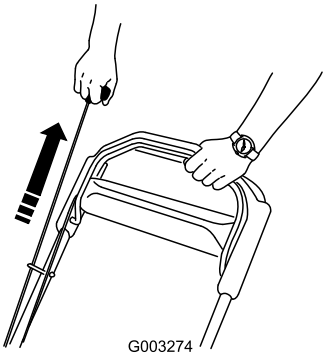

Rysunek 16
2. Pociągnij uchwyt rozrusznika linkowego (Rysunek 16).